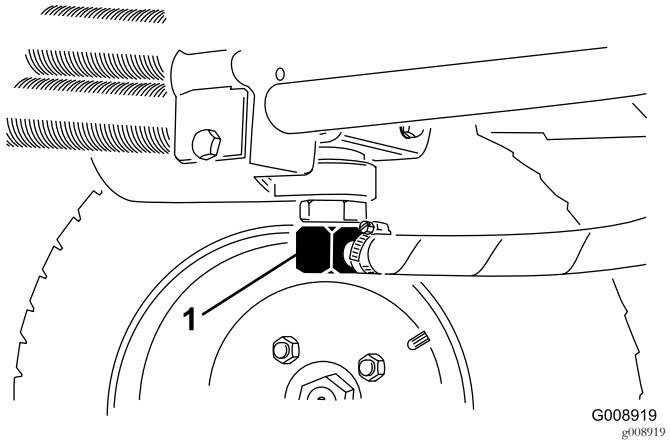
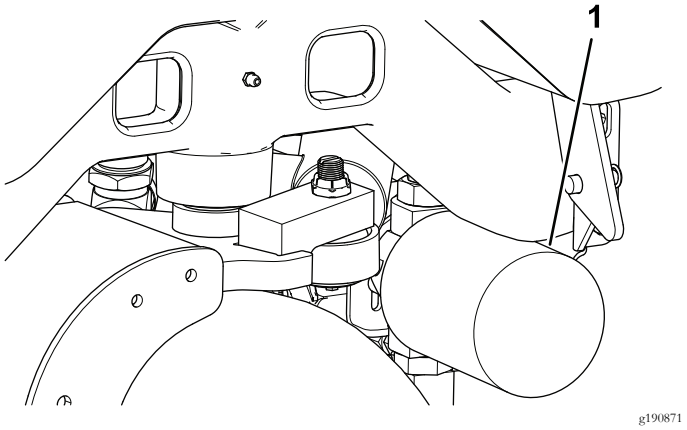

Rysunek 74
Rysunek 75
2. Odłącz przewód hydrauliczny (Rysunek 74) albo zdemontuj filtr oleju hydraulicznego (Rysunek 75) i spuść olej z układu do podstawionej wanienki.
4. Podstaw pod filtr wanienkę na olej (Rysunek 75) i odkręć filtr.